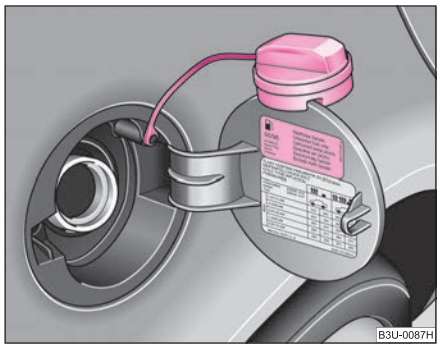

Fig. 170 Filler flap with cap unscrewed
There are various grades of petrol. Please read the brochure “Technical Data” in order to know which grade of petrol your vehicle requires. You will also find the same information affixed to the inside of the fuel filler flap of your vehicle ⇒ page 216, fig. 170.
– Place the cap onto the top of the fuel filler flap ⇒ fig. 170.